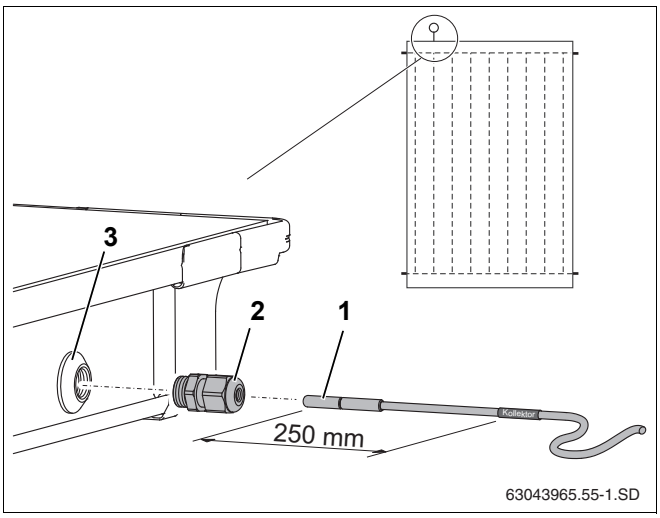

Рис. 54 Установка датчика в коллектор
Для исправной работы солнечной установки необхо-димо, чтобы коллекторный датчик (рис. 54, **поз. 1**) был вставлен в установочную трубку до упора (примерно на 250 мм).
- Проткнуть датчиком или отверткой уплотнитель-ный слой в гильзе (рис. 54, **поз. 3**).
- Закрутить зажимную втулку (рис. 54, **поз. 2**) в гильзу.
- Затянуть зажимную втулку (рис. 54, **поз. 2**), удерживая от сворачивания.
Если Вы проткнули гильзу (рис. 54, **поз. 3**) не в том коллекторе, в котором нужно, то плотно закройте ее закрыть заглушкой из комплекта для подключения. Но прежде нужно, используя резьбовую втулку (рис. 54, **поз. 2**), удалить находящу-юся в гильзе гайку.